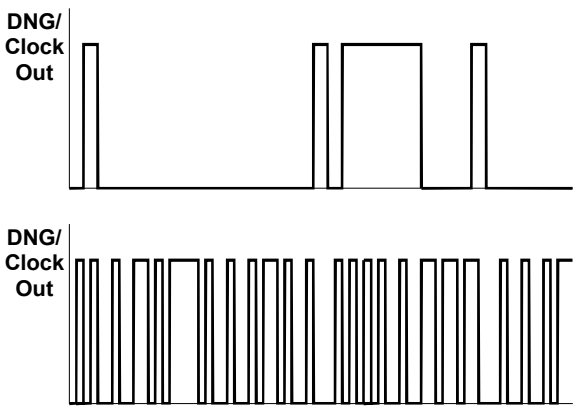

Abb. 1: Ausgangs-Signale des A-117 bei unterschiedlichen Pulsraten
❶ **DNG / RND CLK** : Ausgang mit zufälligen Clock-Impulsen bzw. digitalem Rauschen
❷ **EXT. CLK** : Eingang für externes Clock-Signal
❸ **6 Osc.** : Ausgang der 808-Klangquelle (6 Oszillatoren)
❹ **2 Osc.** : Ausgang der 808-Klangquelle (2 Oszillatoren)
① Rate
Die **Impulsrate** der generierten **zufälligen Clock-Impulse** stellen Sie mit dem Regler ① ein. Während bei niedrigen Pulsraten die generierten Clock-Impulse (s. Abb. 1, oben) vom Gehör einzeln aufgelöst werden können, geht mit größer werdenden Pulsraten (s. Abb. 1 unten) der Klang in **Rauschen** über.